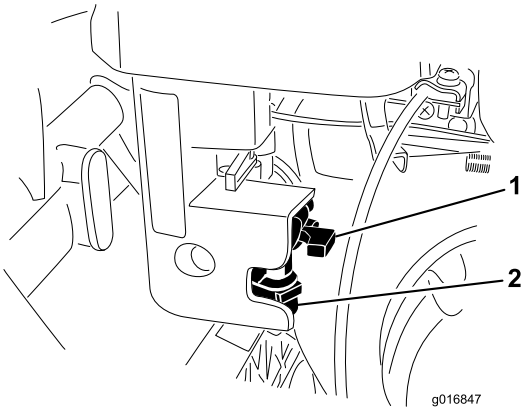

Figuur 36
1. Sluit de brandstofafsluitklep en schroef de brandstofdop van het filterhuis (Figuur 36).